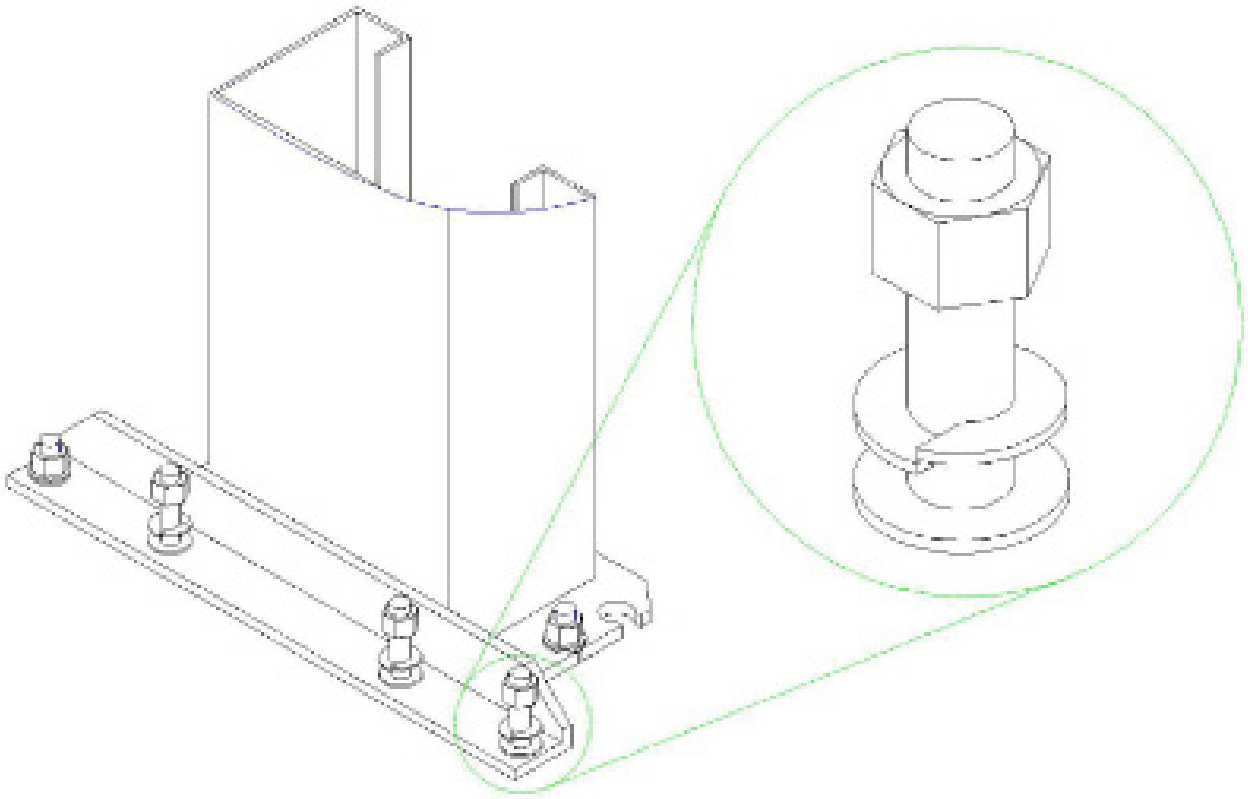

Figure 6
D. Assemble the washers and nuts onto the anchor bolts. Thread the nuts onto the anchor bolts such that the end of the bolts are partially exposed through the tops of the nuts (Figure 6). Using a hammer, carefully tap the anchor bolts into the concrete holes until the washers rest against the base plate. **DO NOT** use excessive force as this can damage the nuts and/or bolt threads.